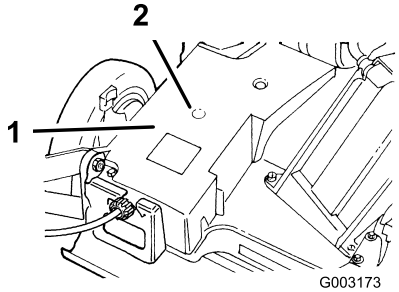

Figur 25
2. Sätt fast en fettspruta på nippeln genom öppningen i remkåpan (Figur 25).